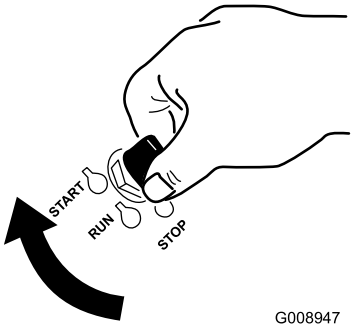

Figuur 15
1. Draai het contactsleuteltje naar de stand Start (Figuur 15).